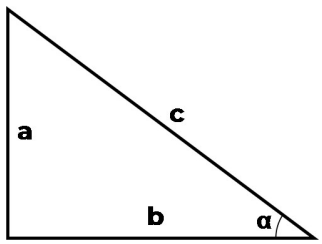

Figure 11-1. Right triangle
1. Refer to Figure 11-1 (p. 19)